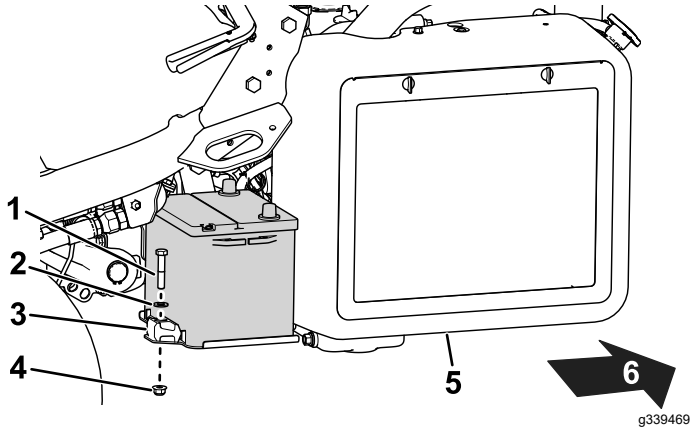

**Figura 39**
2. Togliete i dispositivi di fissaggio che assicurano la batteria al vassoio (Figura 39) ed estraete la batteria sollevandola.
5. Posizionate la batteria sul suo vassoio e fissatela con le aste e gli elementi di fissaggio precedentemente rimossi (Figura 39).